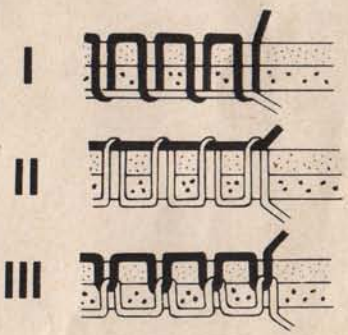

Abb. 12
9. Fadenspannungen-Regulieren (Abb. 12)